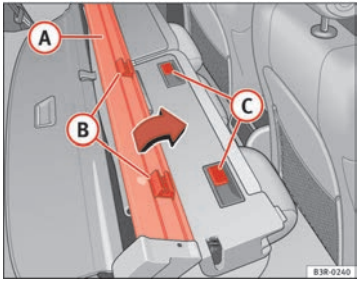

Fig. 123 Installing luggage compartment cover / partition grille
- Fit the partition grille (A) on the backrest so that the retainers (B) are located next to the retaining rails (C) ⇒ fig. 123.